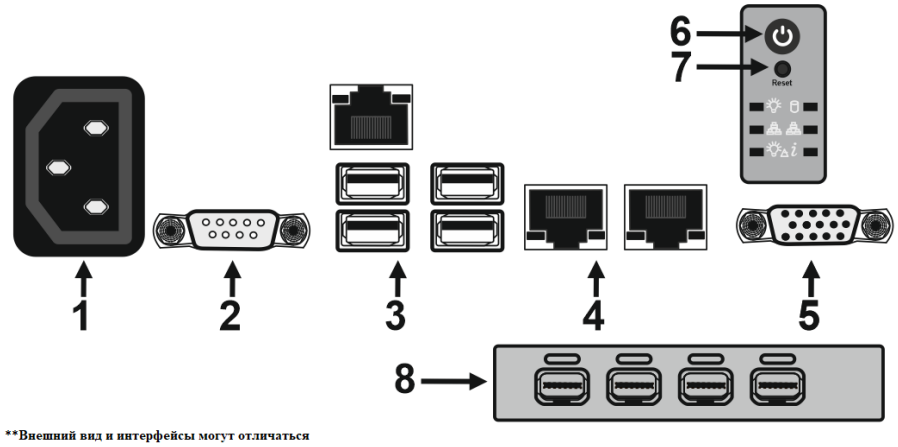

Рисунок 3. Назначение элементов системного блока.
2.7 Назначение элементов системного блока представлено на рис. 3**: